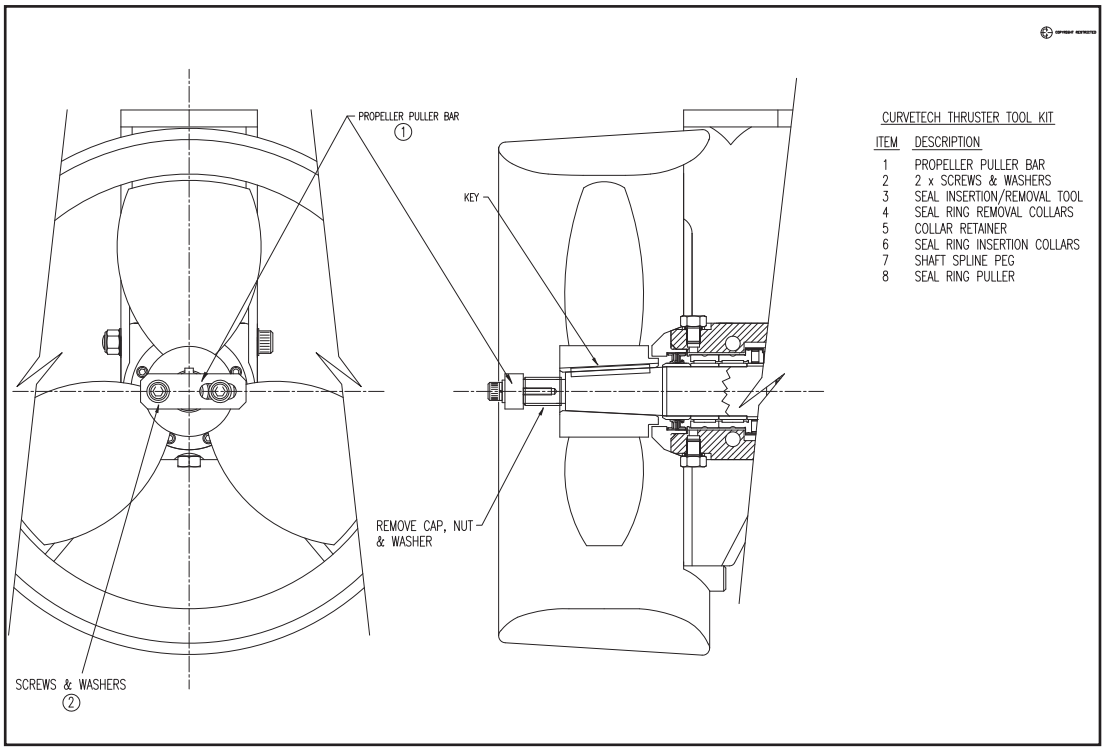
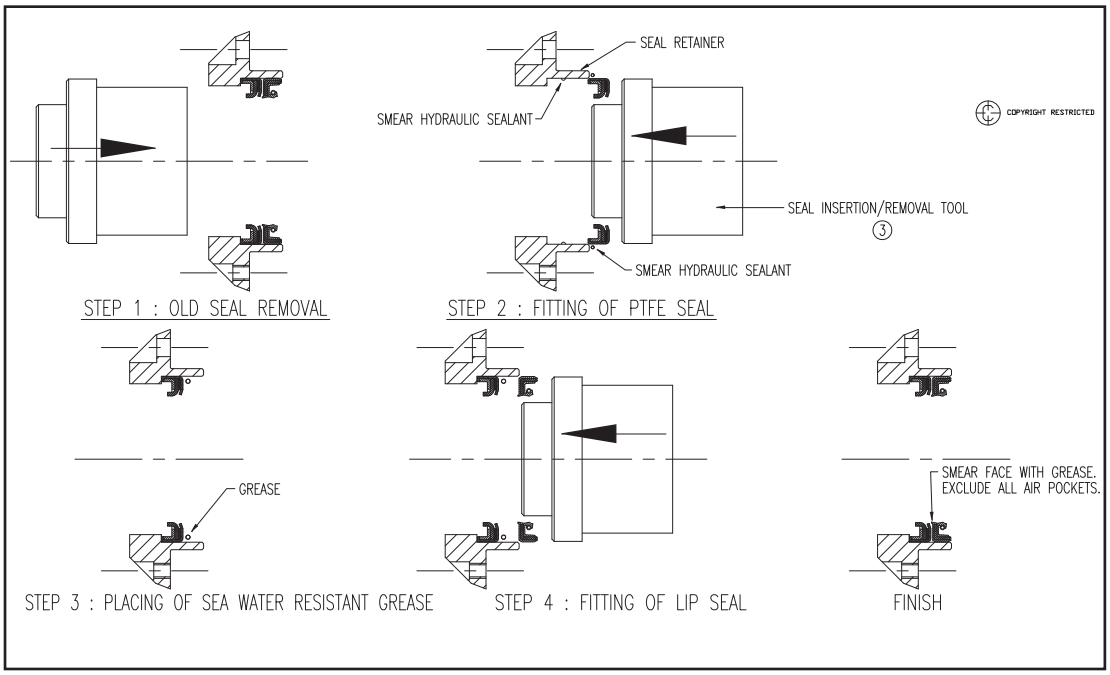
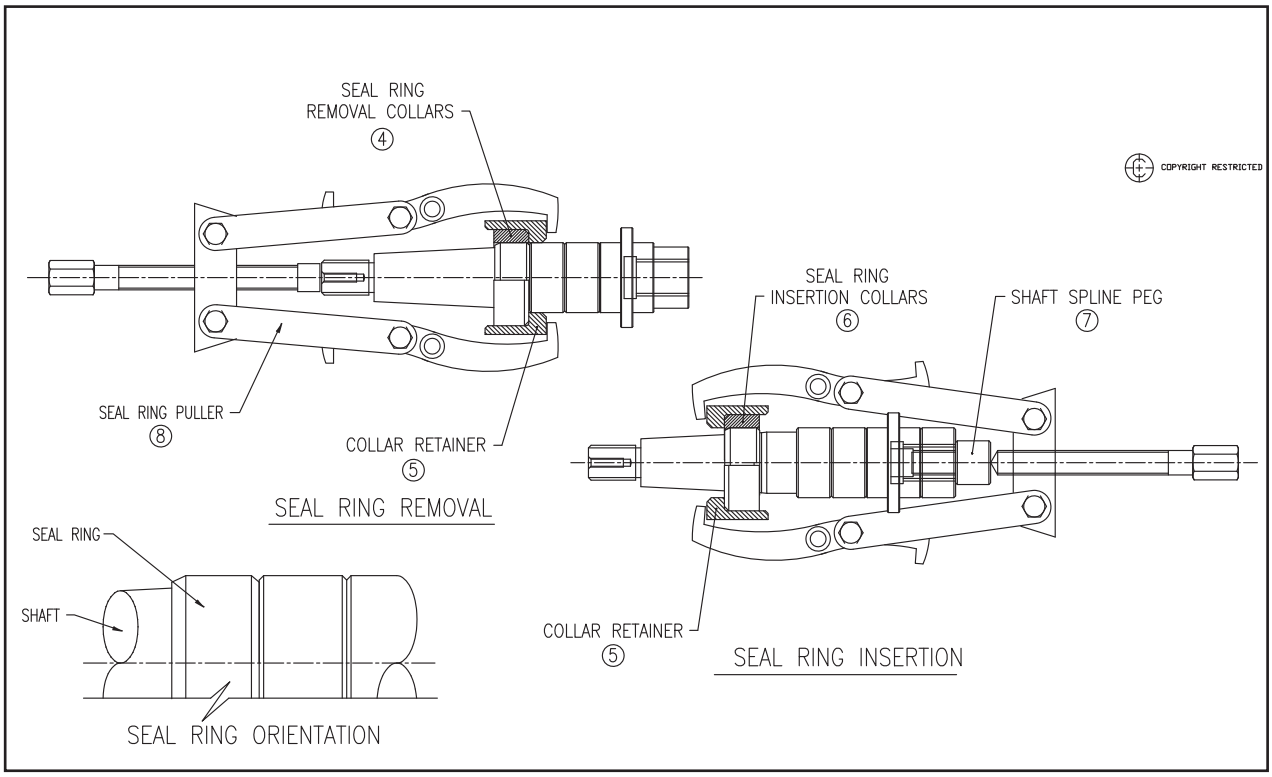

Figure 8 - Thruster Propeller Removal
Figure 9 - Thruster Removal & fittings of seals
Figure 10 - Thruster Seal Ring Removal & Replacement
- Refer to GA drawing, Figure 8 - Thruster Propeller Removal, Figure 9 - Thruster Removal & fittings of seals & Figure 10 - Thruster Seal Ring Removal & Replacement.